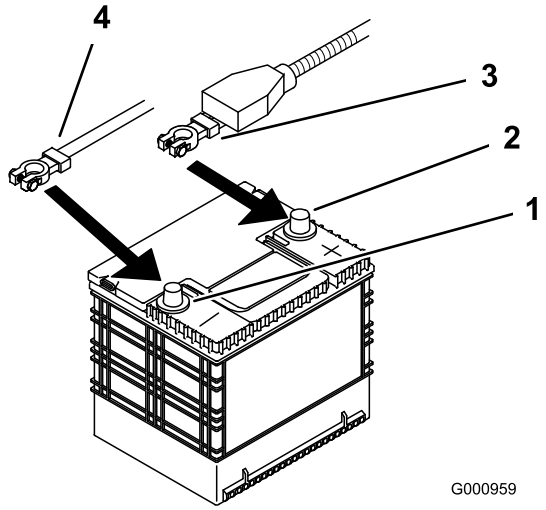

Figur 43
4. Afbryd først det negative batterikabel fra den negative (–) batteripol (Figur 43).
5. Skub den røde klemme af den positive (røde) batteripol. Afmonter derefter det positive (røde) batterikabel (Figur 43).
4. Fastgør kablerne med 2 bolte (1/4 x 3/4 tomme), 2 skiver (1/4 tomme) og 2 låsemøtrikker (1/4 tomme) (Figur 43).